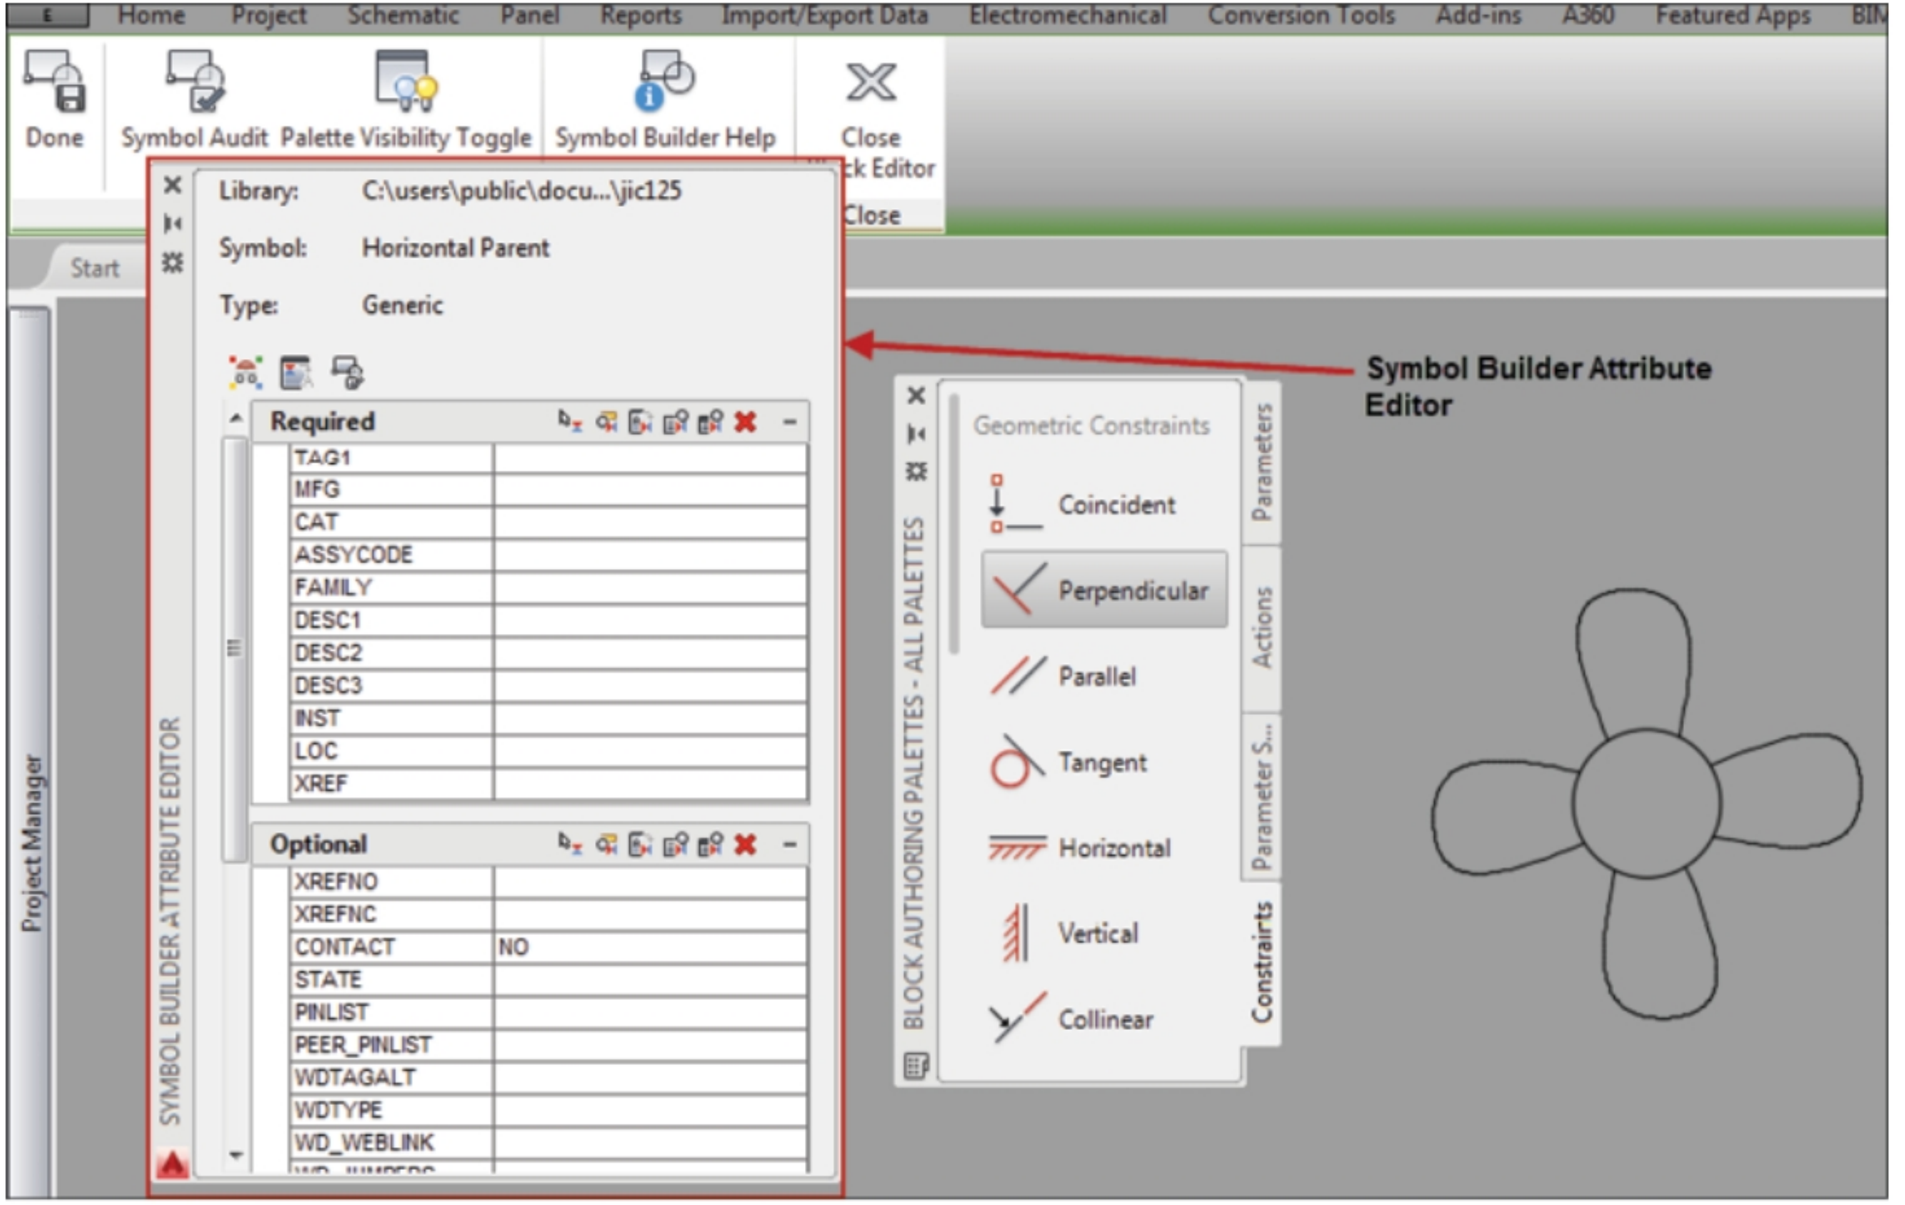

Figure-51. Symbol Builder environment
- Click on the **OK** button from the dialog box. The **Symbol Builder** contextual tab will be selected and the **Symbol Builder** environment will be displayed as shown in Figure-51.
- Specify the parameters like Tag, Manufacturer, Category, Assembly code etc. in the **Required** rollout of the **Symbol Builder Attribute Editor**; refer to Figure-51.